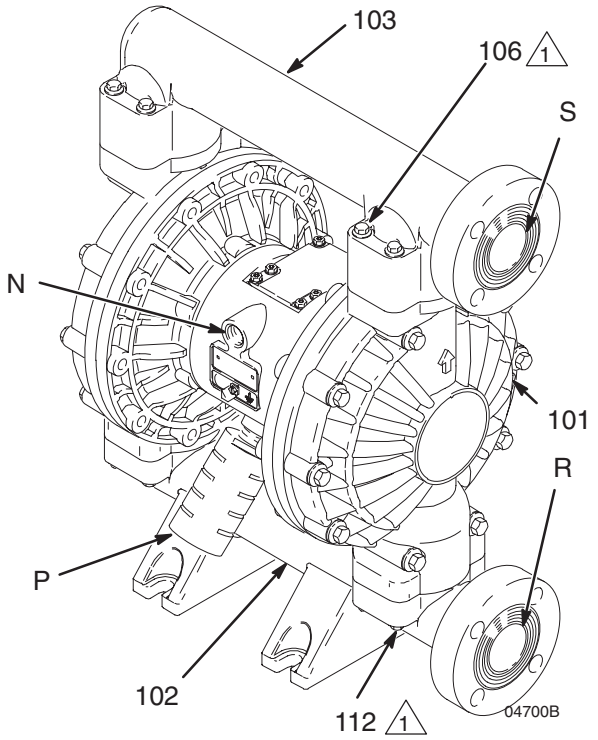

Fig. 4
La bomba se entrega con colectores para la entrada (R) y la salida (S) del fluido orientados en la misma dirección. Consulte la Fig. 4. Para cambiar la orientación de los colectores de entrada y/o salida:
1. Extraiga los tornillos (106 y 112) que sujetan el colector de entrada (102) y/o el de salida (103) a las tapas (101).